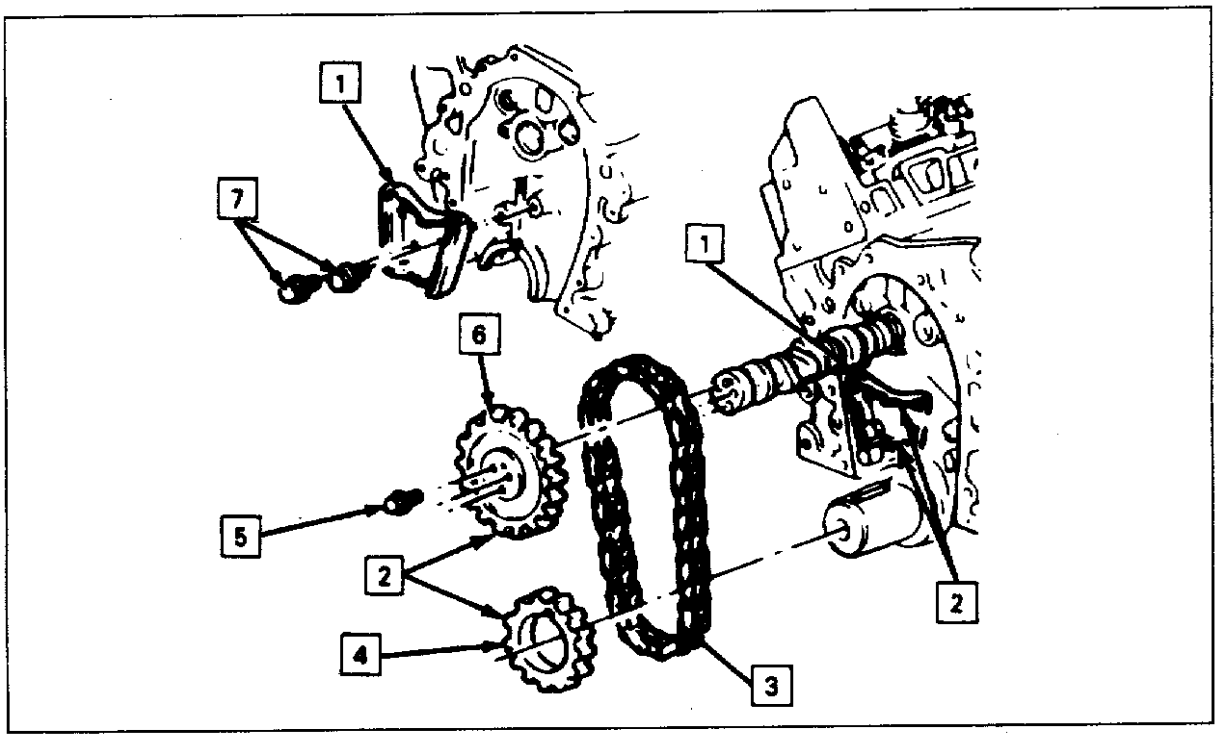

图1-1-3　3.1L发动机正时记号
(4)见图1-1-3,转动曲轴直到在凸轮轴和曲轴链轮上的正时记号在一条线上,拆下凸轮轴和曲轴链轮螺栓,拆下凸轮轴链轮和正时链。